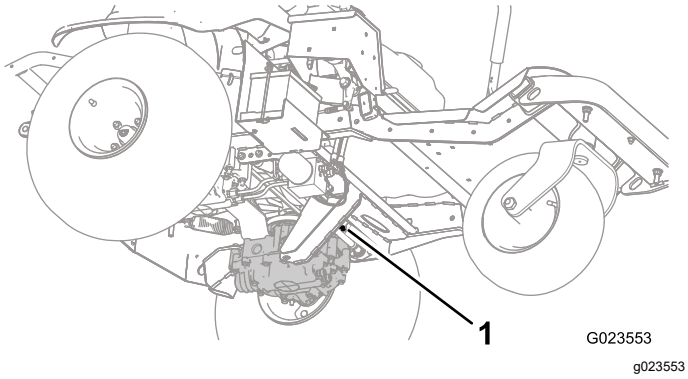
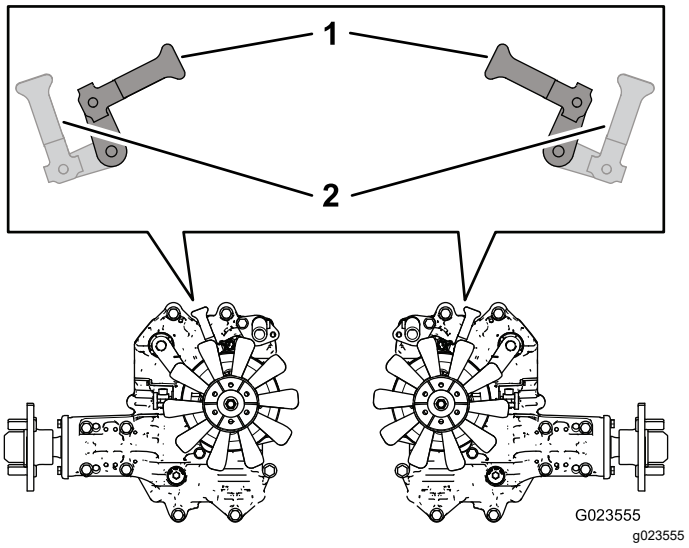

**Figuur 22**
**Figuur 24**
2. Draai aan de onderkant van de machine de omloopklephendels (Figuur 22 enFiguur 23) zo dat ze naar binnen wijzen in de richting van het midden van de machine (Figuur 24), en zet de parkeerrem vrij; zie Parkeerrem gebruiken (bladz. 20).
3. Als u klaar bent met het duwen of slepen van de machine, draait u de omloopklephendels weer naar de voorzijde van de machine zodat deze kan rijden (Figuur 24).